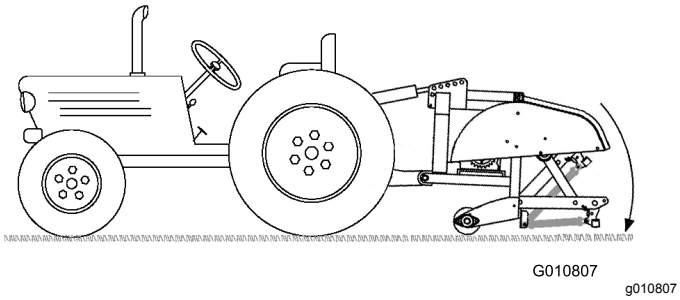

Figur 13
4. Senk luftemaskinen til bakken og forleng til den hydrauliske toppleddsylinderen eller øvre ledd så langt som mulig (Figur 13).